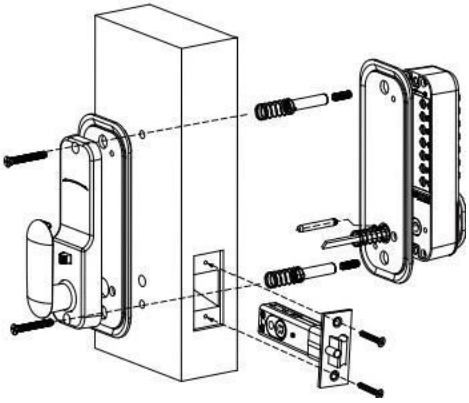

FIG8B
5)42~65mm dick Tür Installation Die Front Panel Schloss und einfügen Das andere Ende in die runde Öffnung des Rückwandschlosses einführen. Nach der Montage die mitgelieferte Gummidichtung und die Befestigungsschrauben verwenden (siehe Abb. 8B).